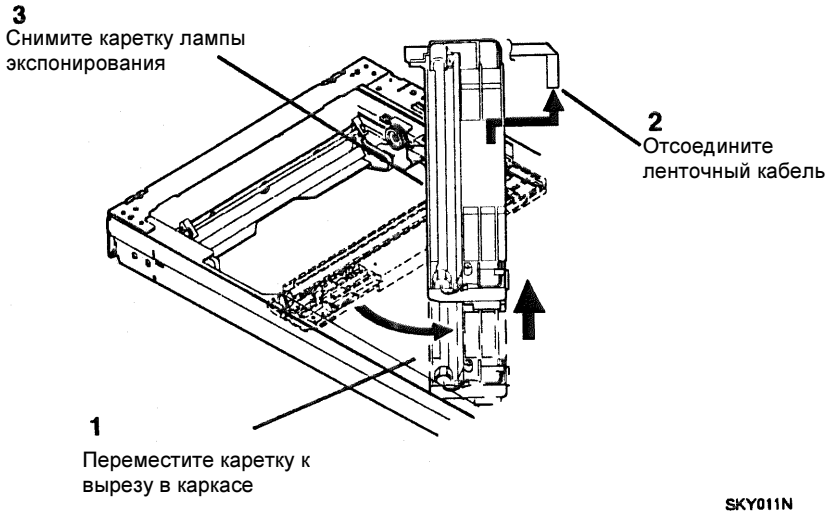

Рисунок 2. Снятие каретки лампы экспонирования
3. (Рисунок 2): Снимите каретку лампы экспонирования.